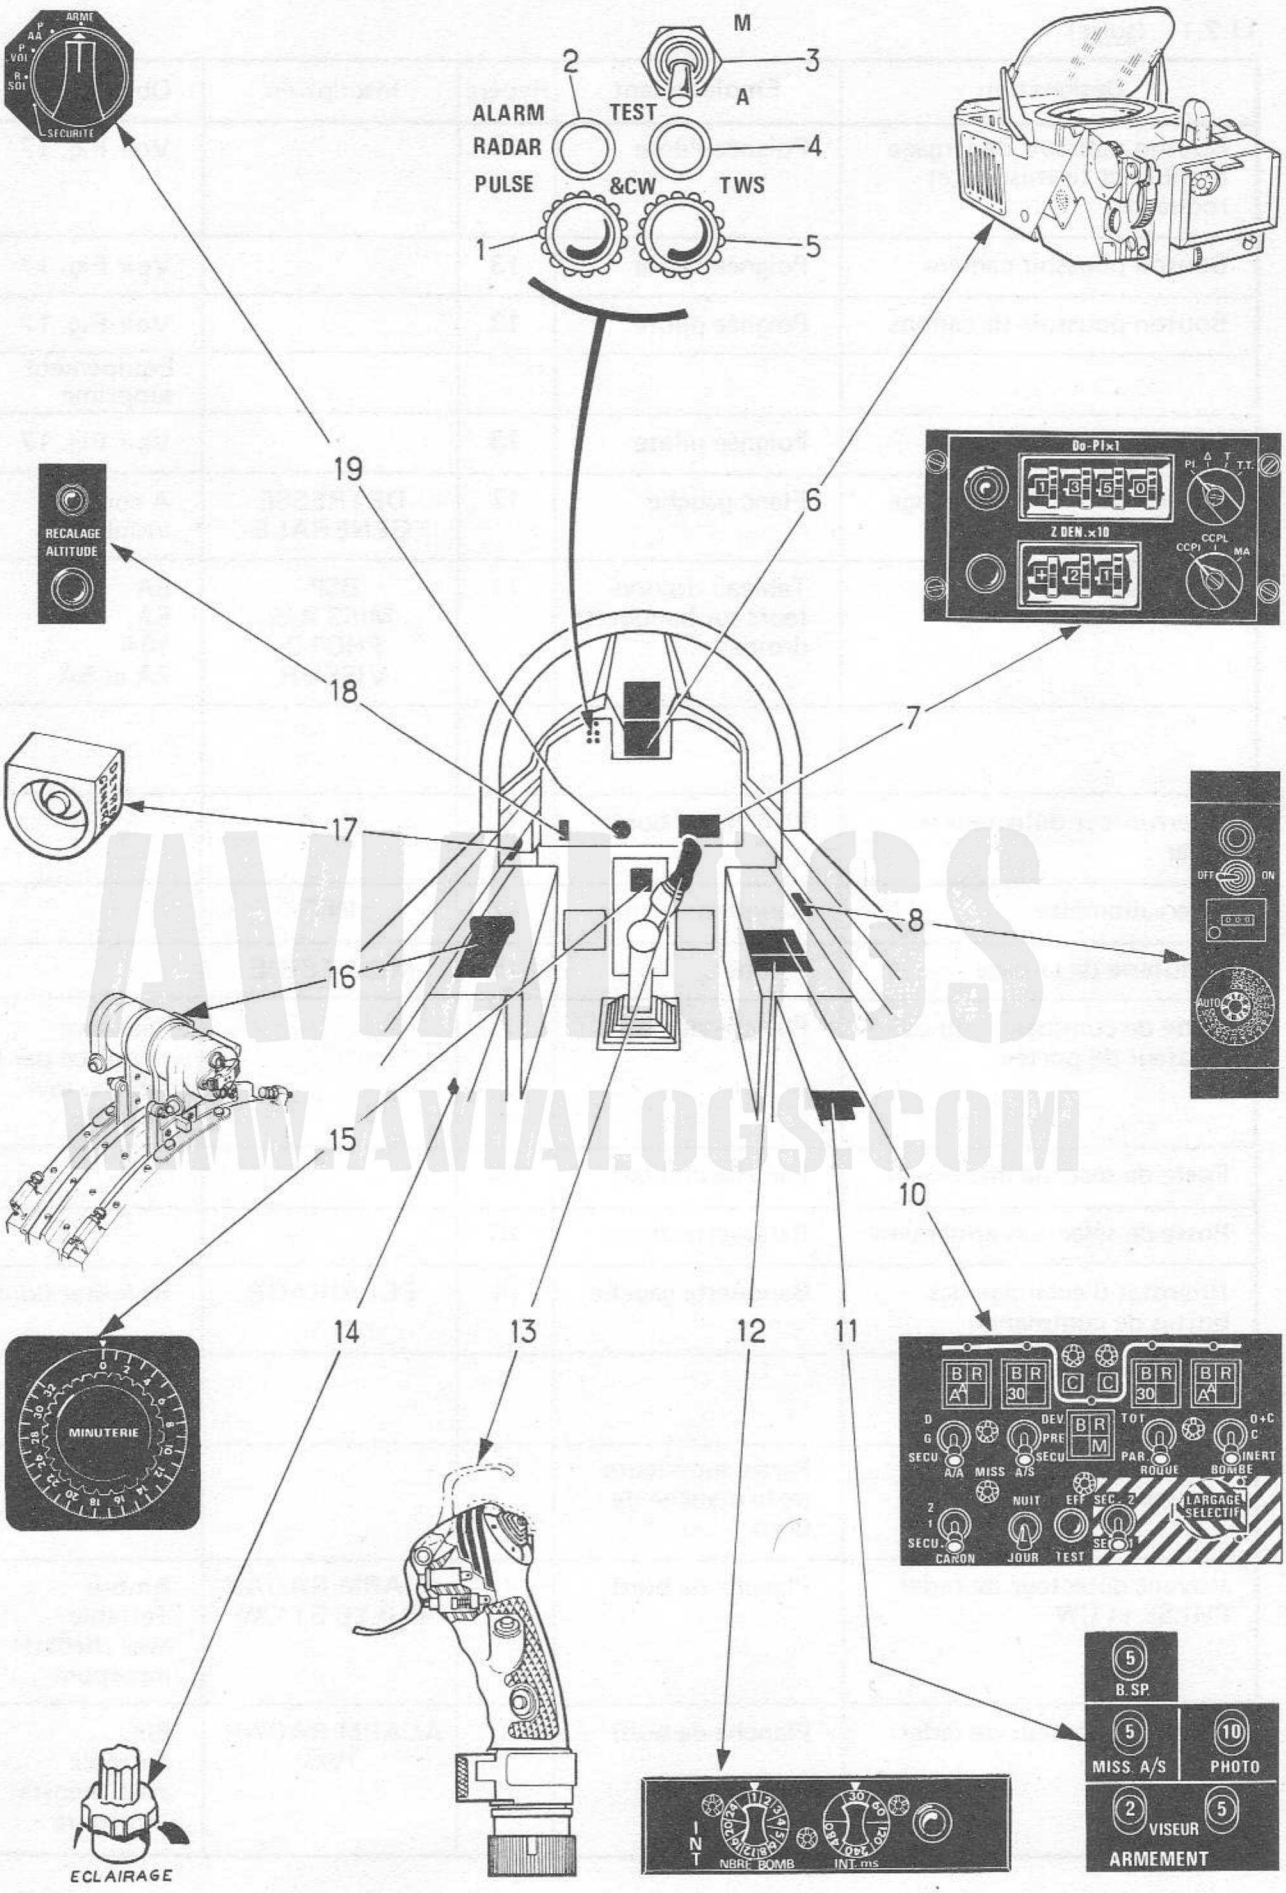

FIGURE 9 - COMMANDES ET CONTROLES ARMEMENT
11.2.1 - Commandes et instruments de contrôle (Fig. 9)